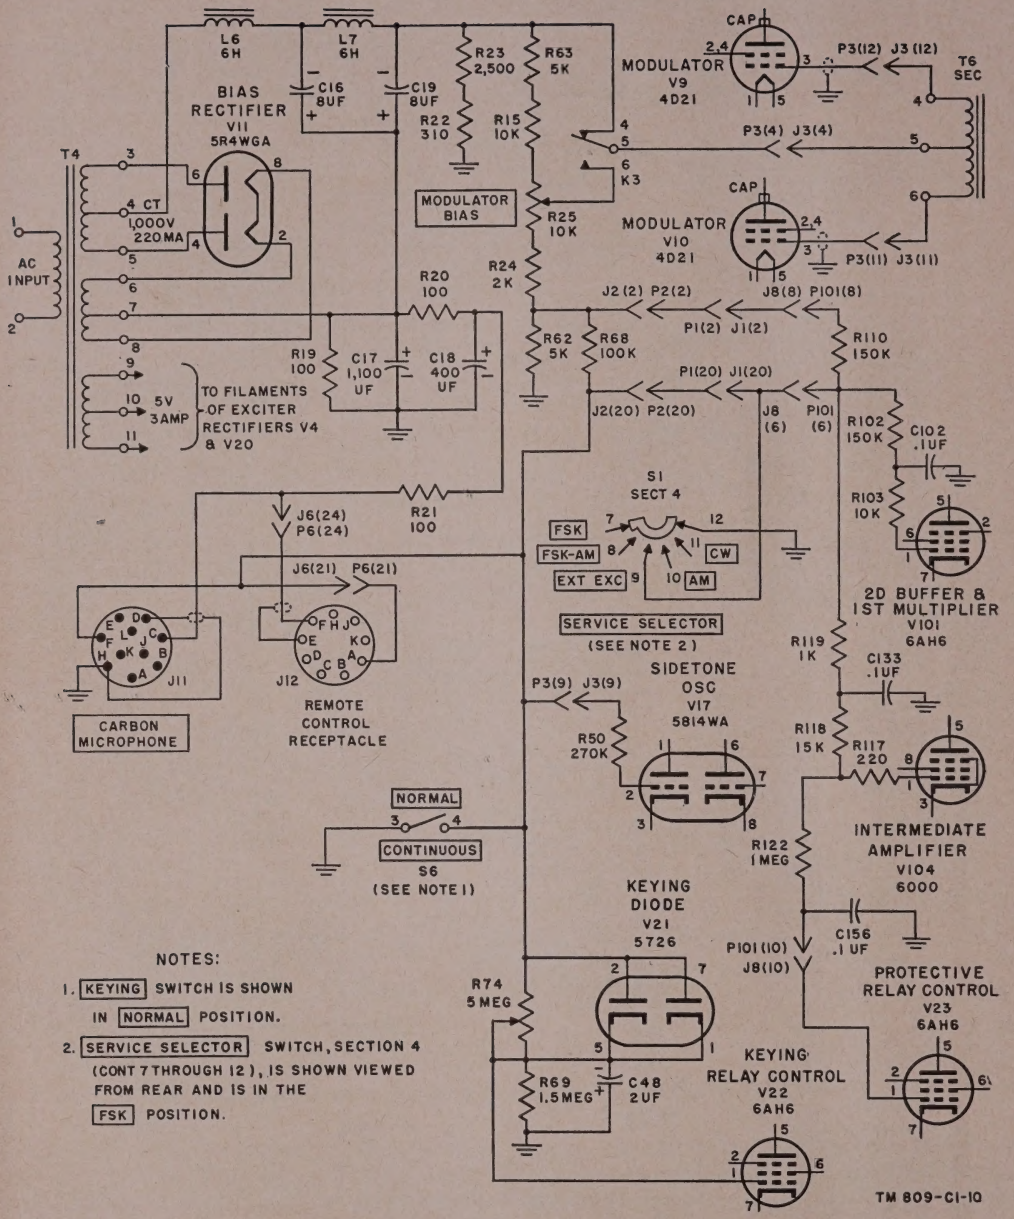

Figure 22. Bias power supply and distribution, B and C model transmitters.
d. Blocking bias for the blocked-grid keying of V101 and V104 is tapped from the junction of R24 and R62. In the basic model transmitter, resistor R110 limits the current drain on the supply when the blocking bias is removed. It does this by preventing R62 from being shorted to ground by contacts 7 and 8 of K2 or operation of the EXCITER PLATE POWER switch. Power for energizing push-to-talk and key relay K2 and slow-release relay K1A is tapped from the junction of R23 and R22. In the B and C model transmitters (fig. 22), resistors R68 and R110 limit the current drain on the supply when the blocking bias line to the cutoff stages is grounded by any of the keying methods (par. 18*g*). Bias is applied to the plates of keying diode V21 through resistor R68, which also limits the current drawn through the voltage divider when bias is removed. The charge on capacitor C48, which cuts off keying relay control tube V22, is obtained across R69 through potentiometer R74. Resistors R69, R74, and R68 form a voltage divider across the —50-volt source. Cutoff bias on grid 2 of sidetone oscillator V17 is obtained from the junction of resistors R68 and potentiometer R74. Resistor R122 and capacitor C156 form a decoupling circuit and apply bias to protective relay control tube V23. In the A model transmitter, blocking bias for the blocked-grid keying of V101 and V104 is tapped from the junction of R63 and R25 through R110. Bias is applied to the plates of keying diode V20 through resistor R129 which limits the current drawn through the voltage divider when the keying circuit is grounded. The charge on capacitor C161, which cuts off keying relay control V21, is obtained across R130 through potentiometer R128. Resistors R129, R128, and R130 form a voltage divider across approximately 50 volts of the power supply. Cutoff bias on pin 2 of sidetone oscillator V17 is obtained from the junction of resistors R24 and potentiometer R25. Resistor R127 limits the current drawn on the supply by preventing the junction of R24 and R25 from being shorted to ground by keying action.